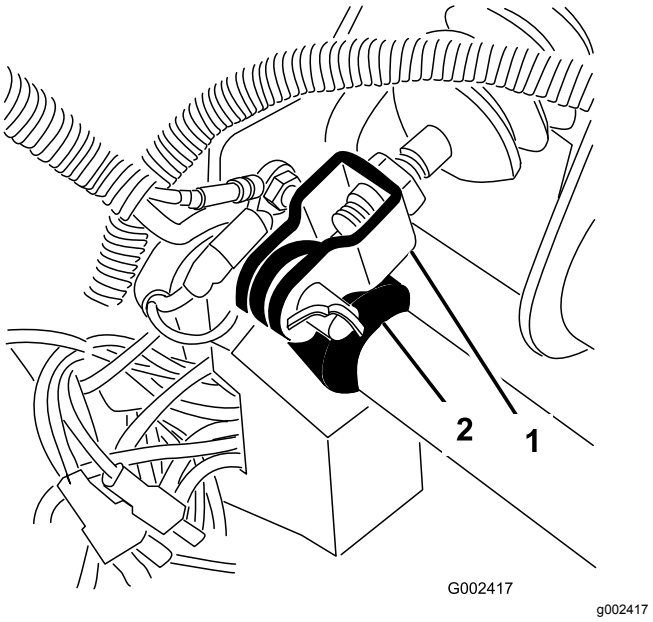

**Figur 60**
1. Fjern låseclipsen og gaffelbolten, som fastgør hovedcylindergaflen til bremsepedalens drejetap (Figur 60).